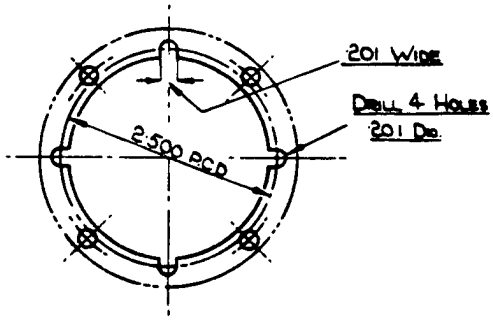
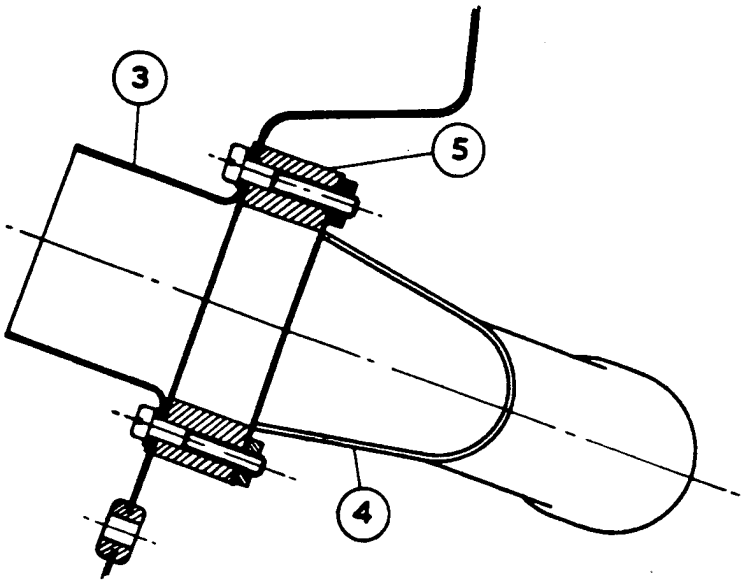

FIG. 5.
FIG. 6. FITTING OF SUPPORT TUBE, BREECHES PIECE AND THROTTLE BARREL.
In such cases it will only be necessary to remove the blanking plate, and then drill the four 0.201" dia. holes for the demister motor support tube retaining bolts as shown in Fig. 5.
8) Fit the demister motor support tube (3) breeches piece (4) and throttle barrel (5) as shown in Fig. 6, using the four 2 B.A. bolts and washers supplied.
5) Fit the demister motor support tube, breeches piece and throttle barrel as shown in Fig. 6. (N.B. It will be necessary to drill the four 0.201" dia. holes round the duct aperture as shown in Fig. 5.) If the car is fitted with hinged flaps over the windscreen outlet ducts, the throttle barrel should not be fitted, and shorter bolts should be used to connect the support tube directly to the breeches piece with the dash in between.